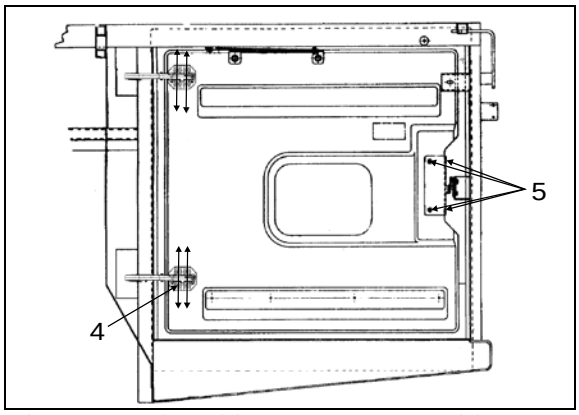

FIGURE 74: ENGINE COMPARTMENT R.H. DOOR 18197
8. Loosen screws (4, Figure 74).